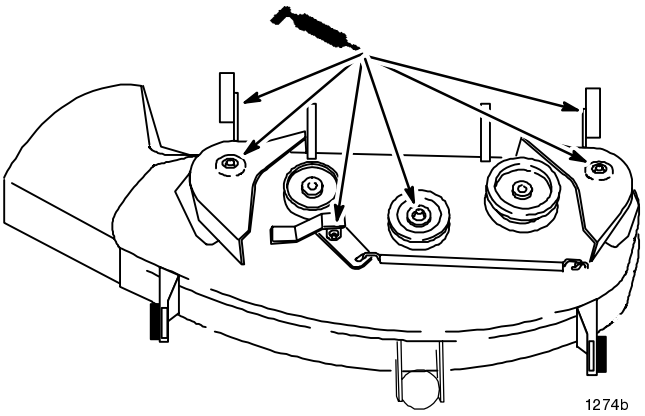

Figure 22
1. Lubrifier les axes des lames, le bras de galet tendeur et les coussinets des roues de jauge (Fig. 22).